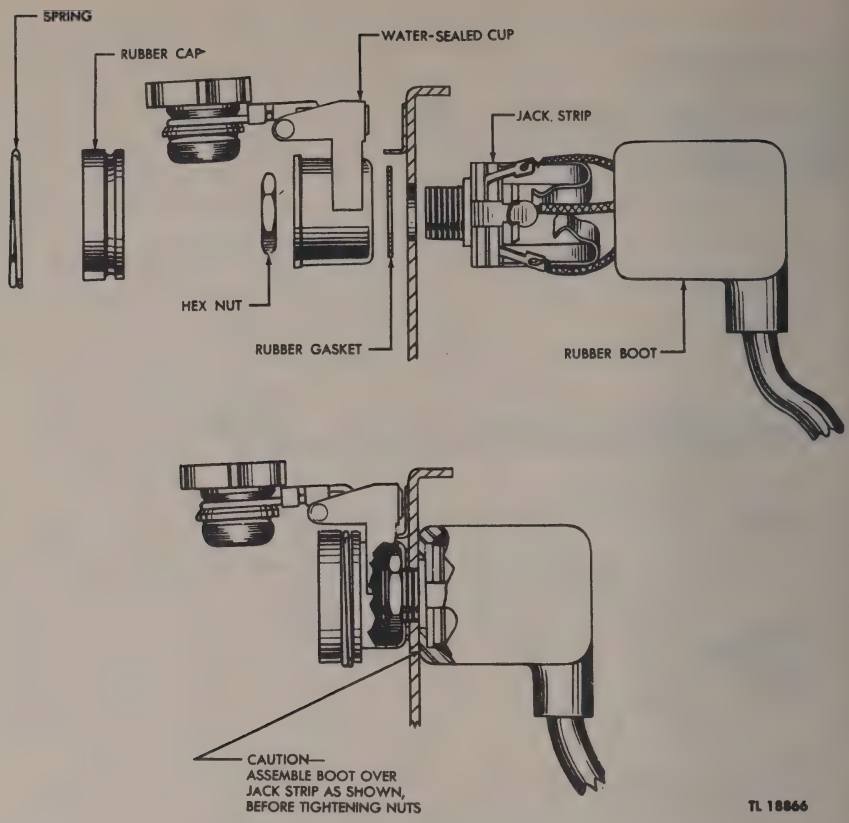

Figure 53. Jack water seals, assembly.
h. Jack Water Seals. Remove jack water seals by removing the nut on the jack bushing inside the water-seal housing. Remove the rubber cap by first removing the retainer spring. Figure 53 shows the assembly. Make sure the rubber washers are in the position shown when reassembling. If J-3 is to be removed, all three water seals are removed and jack strip J-3 can be removed from the back of the front panel. In replacing, make sure that the rubber boot is evenly overlapping the edge of the metal jack mounting strip when the nuts in the water-seal assemblies are tightened.